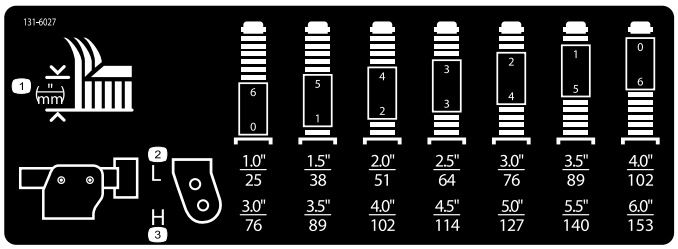

Figur 20
3. Placer styrehjulsakslerne i de samme huller i alle styrehjulsgaflerne; se skemaet for at bestemme de korrekte huller for klippehøjdeindstillingen (Figur 20).